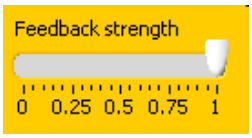

Figure 7.5: Phase feedback attenuation setting
• When compensating an oscillating or complex phase through a saturated amplifier, phase shape may be transferred to spectral amplitude shape, producing pre-pulses and degrading the pulse contrast. A feedback without attenuation may also lead to spectral phase oscillations amplifications. In order to smoothen the phase shape at the input of the CPA laser, the Wizzler™ software provides a Feedback strength setting (figure 7.5) allowing to attenuate the phase correction. The optimum value for this setting depends on each laser and on the temporal filter width.